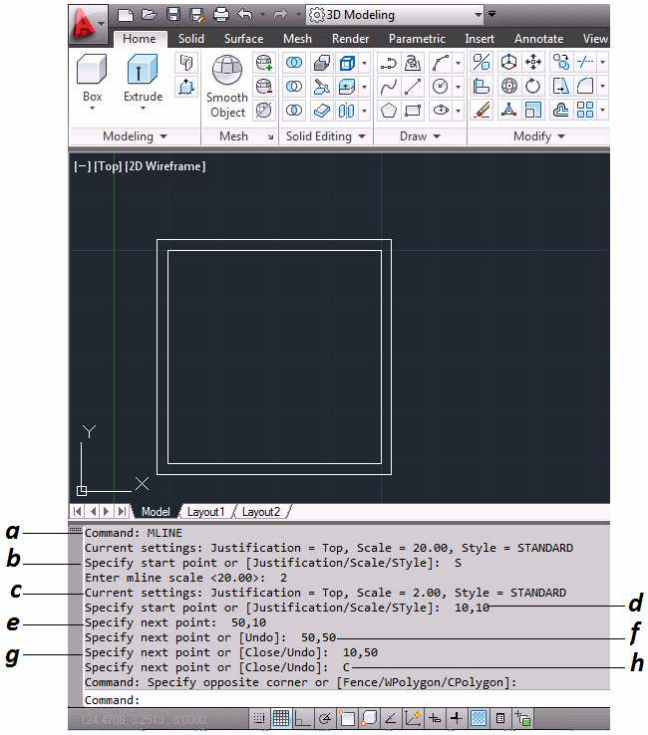

Figura 3.16 Creación de Entidades "Linea Multiple"
Con este comando se crean líneas paralelas a una separación indicada, tomada desde tres lugares, la parte inferior, el eje y la parte superior de las coordenadas indicadas para crear la línea múltiple *(figura 3.16)*.
- **a.** Se escribe el comando correspondiente LNM (ML), enter *(figura 3.16)*.
- **b.** En la barra de comandos aparece la opción [Justify/Scale/STyle] *(figura 3.16)*.
- **c.** S Ahora pide la distancia que tendrá una línea de la otra, en este caso sera 2 *(figura 3.16)*.
- **d.** La 1ª coordenada es 10,10 y se da enter *(figura 3.16)*.
- **e.** La 2ª coordenada es 50,10 y se da enter *(figura 3.16)*.
- **f.** La 3ª coordenada es 50,50 y se da enter *(figura 3.16)*.
- **g.** La 4ª coordenada es 10,50 y se da enter *(figura 3.16)*.
- **h.** Para finalizar C (C) y se da enter para terminar *(figura 3.16)*.